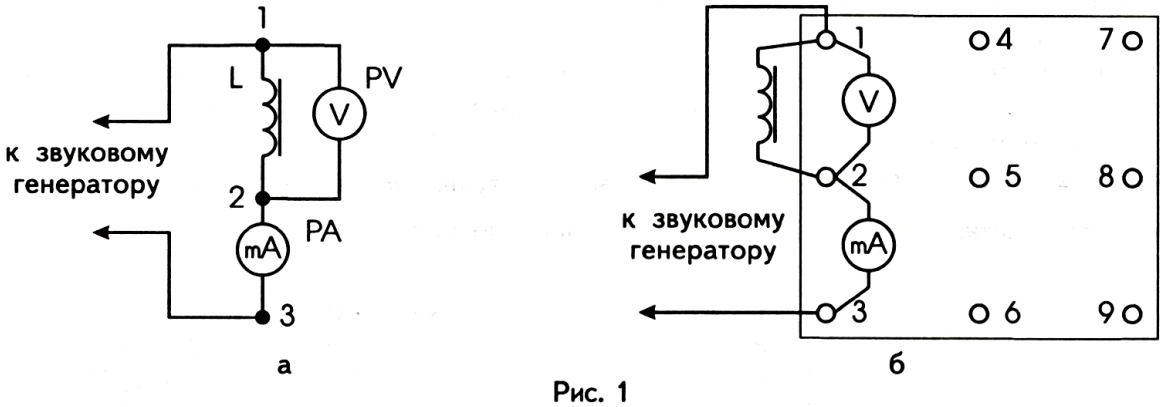

Рис. 1
1. Соберите электрическую цепь по рис. 1, где используйте катушку с полностью вставленным во внутрь ферромагнитным стержнем.